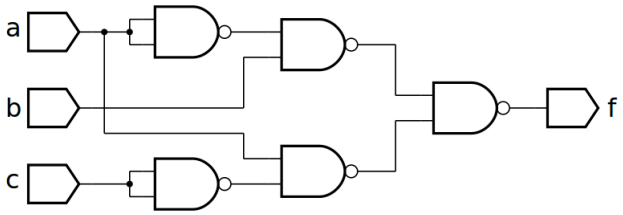
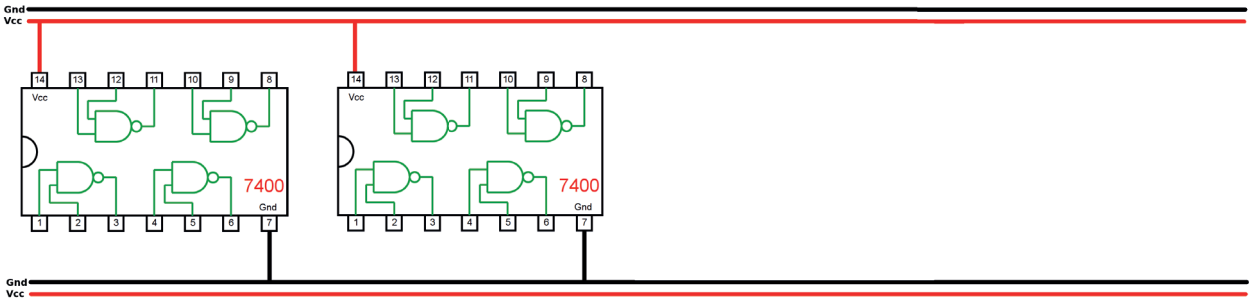

Figura 5.54 – Diagrama esquemático.
Figura 5.55 – Disposição dos componentes (TTL) para a placa de montagem.
1. Complete as ligações na figura 5.55 ou 5.56 de acordo com a figura 5.54.
5. Utilize um programa de simulação em computador (SmartSim, Atanua, Qucs) faça a simulação do circuito da figura 5.54. Compare os resultados com a tabela 5.22.
6. Escreva a equação booleana do circuito da figura 5.54 e simule no programa para o Arduíno.